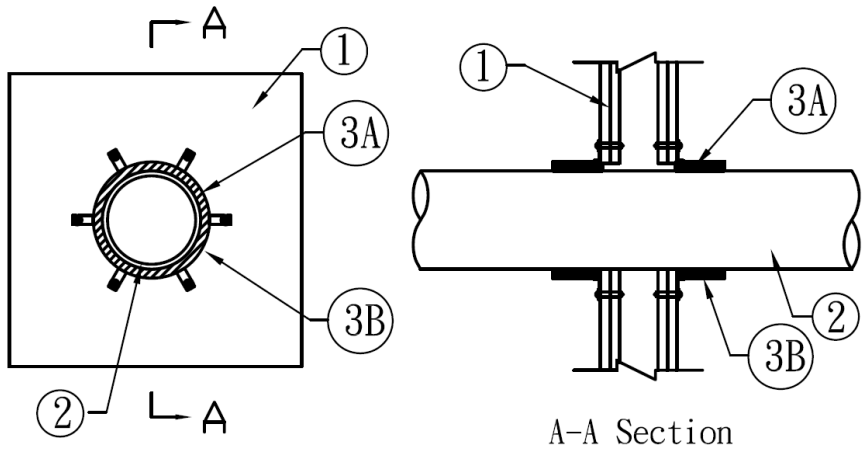

Figure 1. Through Penetration Firestop System
1. **SUPPORTING CONSTRUCTION:** Refer to Figure 1. Opening size shall be 1/2 in. larger than the OD of the penetrating pipe. Create a round through-opening in a symmetrical, Code-conforming, 2 hour fire-rated wall assembly consisting of the min. construction features of one of the following options:
2. **PENETRATING ITEM:** Refer to Figure 1 and Table 1. Position a max. 6 in. diameter plastic pipe in the opening made in the Supporting Construction (Item 1). Use any of the following pipe types in Schedule 40 or thinner: ABS or PVC. Establish an annular space, per Table 1, between the Penetrating Item and the Supporting Construction (Item 1).
3. **FILL, VOID, OR CAVITY MATERIAL:** Refer to Figure 1 and Table 1. Apply the following materials as indicated below: